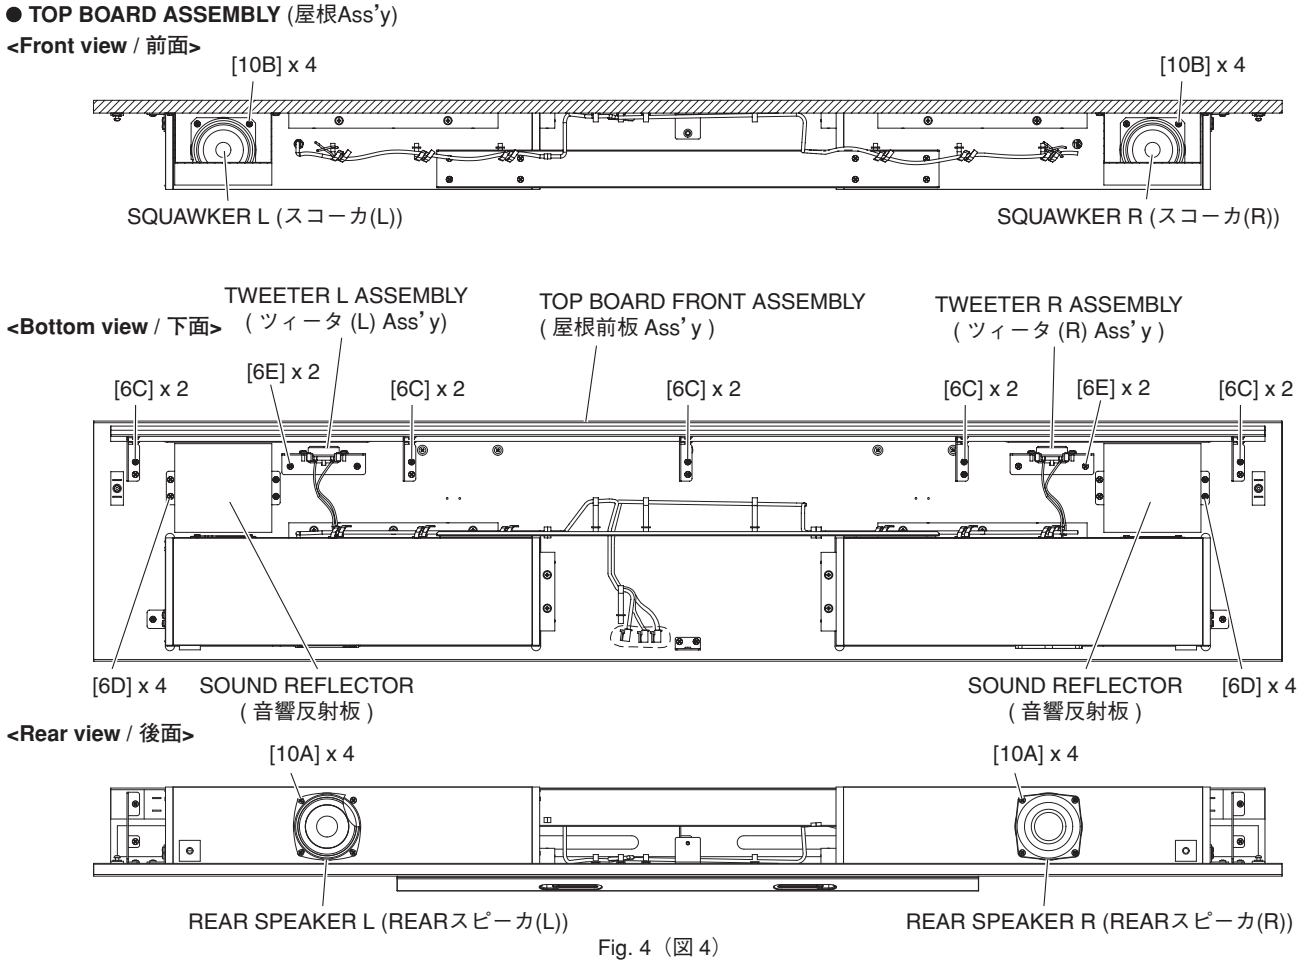

Fig. 4（図 4）
Remove the four (4) screws marked [10A]. The REAR speaker can then be removed. (Fig. 4)
6-3-1. Remove the ten (10) screws marked [6C]. The top board front assembly can then be removed. (Fig. 4)
6-3-2. Remove the four (4) screws marked [6D]. The sound reflector can then be removed. (Fig. 4)
6-3-3. Remove the four (4) screws marked [10B]. The squawker can then be removed. (Fig. 4)
[10A] のネジ 4 本を外し、REAR スピーカを外します。(図 4)
6-3-1. [6C] のネジ 10 本を外し、屋根前板 Ass'y を外します。(図 4)
6-3-2. [6D] のネジ 4 本を外し、音響反射板を外します。(図 4)
6-3-3. [10B] のネジ 4 本を外し、スコーカを外します。(図 4)
7-2. Remove the two (2) screws marked [6E]. The tweeter L assembly can then be removed. (Fig. 4)
7-2. [6E] のネジ 2 本を外し、ツィータ (L) Ass' y を外します。(図 4)